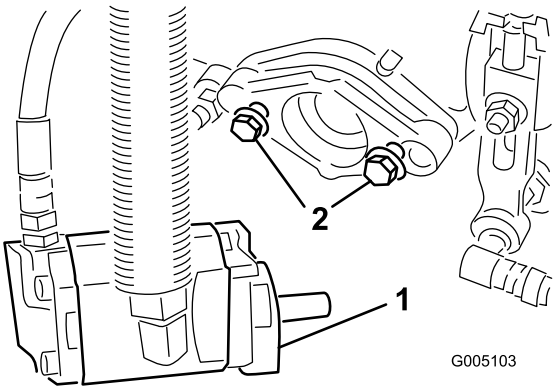

Figur 10
7. Sæt monteringsboltene på knivcylinderdrevets motor på hvert klippeaggregat. Efterlad ca. 13 mm af gevind synligt på hver monteringsbolt (Figur 10).
11. **Spænd monteringsboltene** (Figur 10).